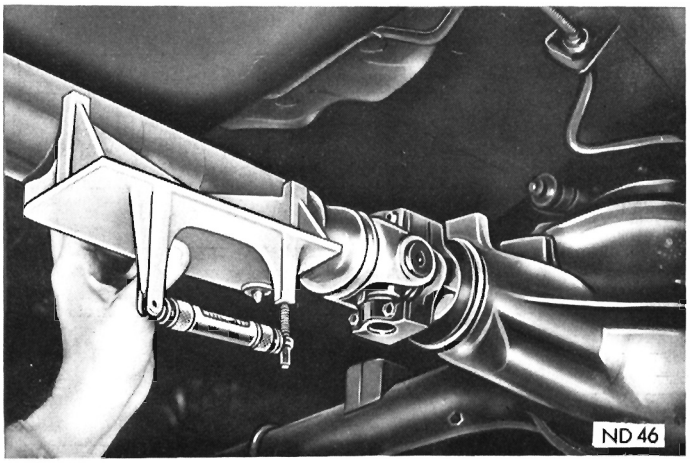

Fig. 11—Measuring Rear Universal Joint Angle
(3) Remove gauge SP-5060 from differential and carrier assembly and position it squarely and firmly along underside of propeller shaft (Fig. 11). Make sure Veeway is in alignment and that both adapter pins are contacting shaft. Be sure arrow on gauge is pointing toward the front of car.